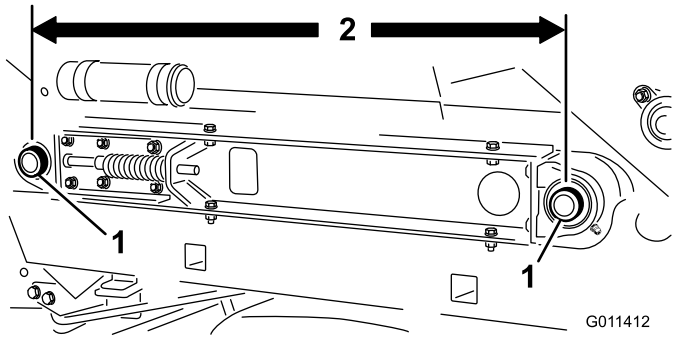

Figuur 27
3. Controleer of de middelste afstand tussen de rolassen van de transportband (Figuur 27) aan elke kant van de machine gelijk is (ongeveer 89,5 cm).